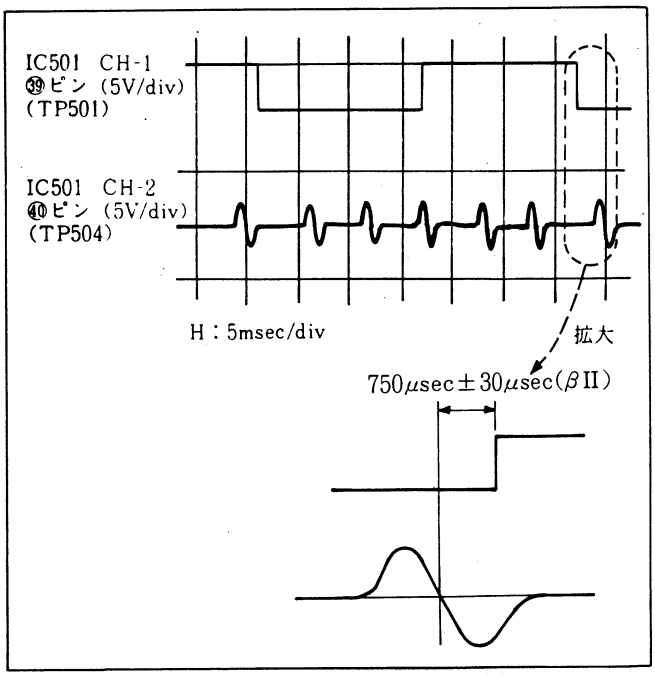

図5-9. RFスイッチング位置調整(1)
(1) CH2をIC501-㉜ピン(TP502)につないでRV518にて750μsec±30μsecに調整する。(βIのスイッチングパルスA)(図5-9参照)